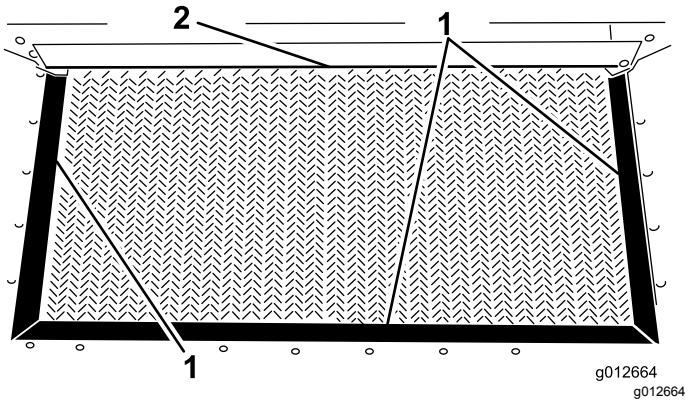

Figur 22
3. Undersøk beholderforseglinger og lemkanten for rifter eller slitasje (Figur 22).